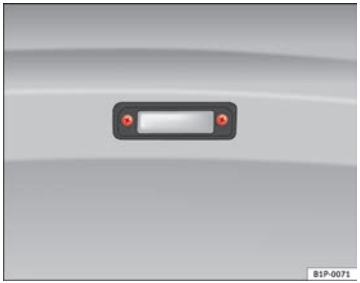

Fig. 176 Number plate light
– To remove the light cover, unscrew the bolts ⇒ fig. 176.